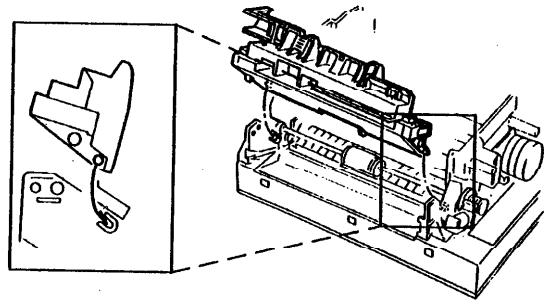

Рис. 2. Узел правой рамы
6. Осторожно нажмите на переднюю и заднюю раму, чтобы освободить узел правой рамы (Рис. 2).